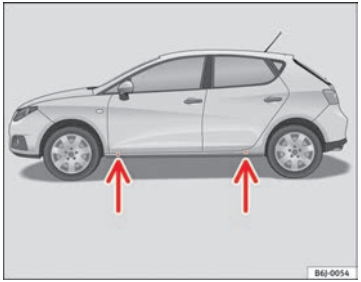

Fig. 149 Jack position points
– Locate the jacking point under the door sill closest to the wheel to be changed ⇒ Fig. 149.
Recesses at the front and rear of the door sills mark the jacking points ⇒ Fig. 149. There is only one jacking point for each wheel. Do not fit the jack anywhere else.